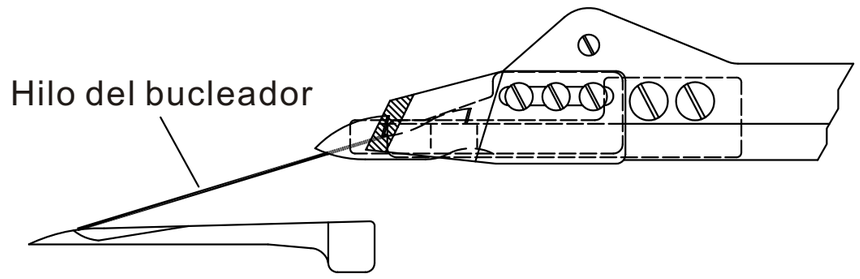

Fig. 40
5. Modelo UTP (Fig. 40)
6. Modelo UTQ (Fig. 40)